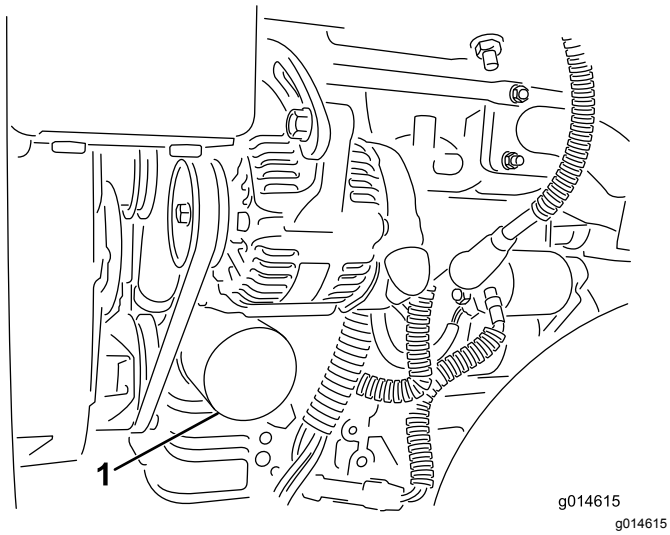

Figuur 41
2. Verwijder het oliefilter (Figuur 41). Smeer een dun laagje schone olie op de pakking van het filter.